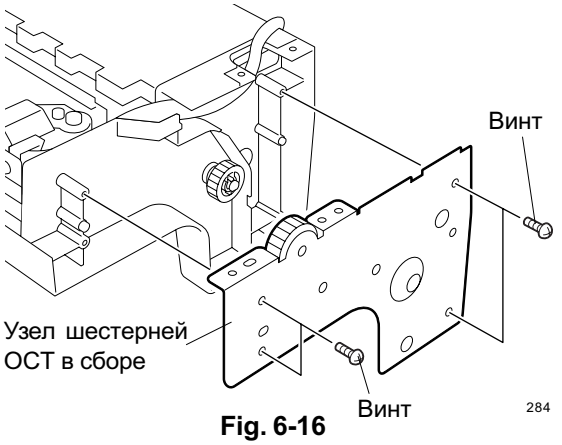

Fig. 6-16
3. Снимите узел шестерней OCT в сборе. (см. Fig. 6-16)
4. Снимите узел шестерней OCT в сборе. (см. Fig. 6-16)